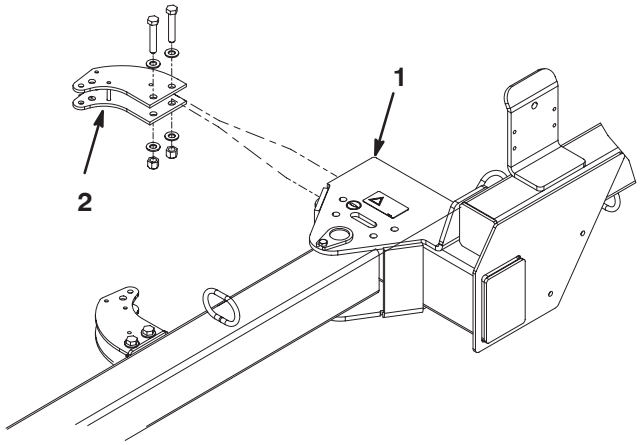

Figure 3
1. Montez la languette de commande arrière sur le châssis de la balayeuse au moyen de (2) vis 1/2–13 x 2–3/4 pouces, (4) rondelles plates 0,531 x 0,063 et un contre-écrou 1/2–13. Positionnez les composants comme illustré à la Figure 3.